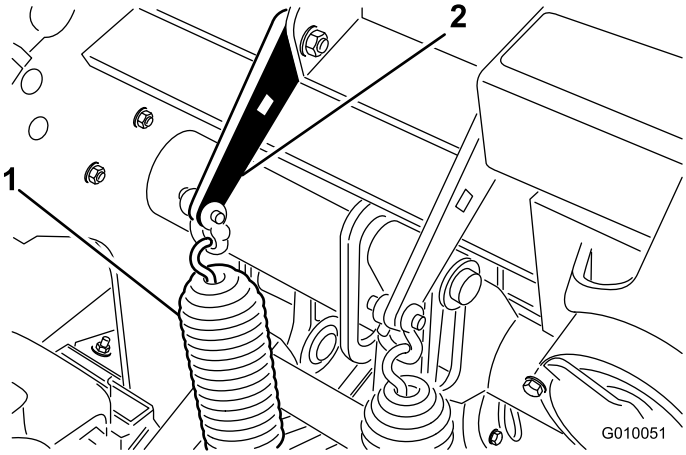

Rysunek 36
1. Odkręć nakrętki śrub zamkowych mocujących wsporniki sprężyn do głowicy wgłębnej (Rysunek 36). Nie zdejmuj ich.